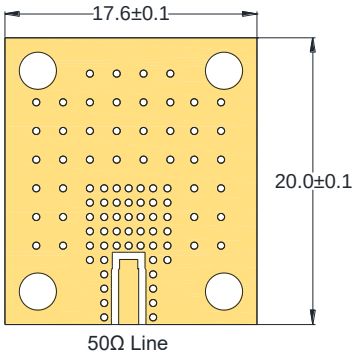

**Figure 5. RN2 Technologies Test Board Layout**
***Figure 5*** shows the RN2 Technologies test board layout used for testing the S0805N RF performance. The RN2 Technologies test board is based on the Taconic RF35 board with the dielectric constant of 3.5, board thickness of 0.8 mm, and copper of 1 Oz.
We recommend that you use the same material and design layout, as shown in ***Figure 5***, to meet the specifications in this datasheet. However, if you use different materials, you must follow the basic guidelines.